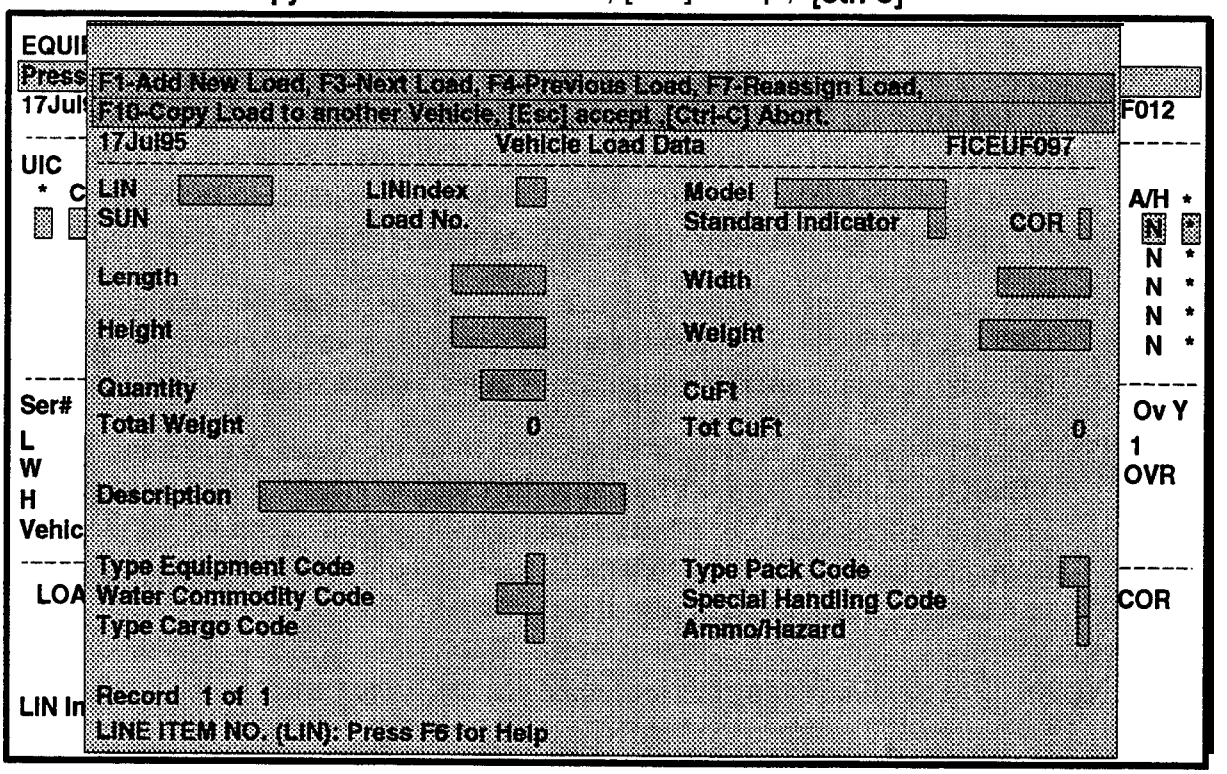

Figure 5-42. Vehicle Load Data Window
e. Press **F1** to add a new load to this piece of equipment. The Vehicle Load Data window will be displayed as shown in Figure 5-42. The cursor will be in the **LIN field.** The following message line will be displayed at the top of the window: